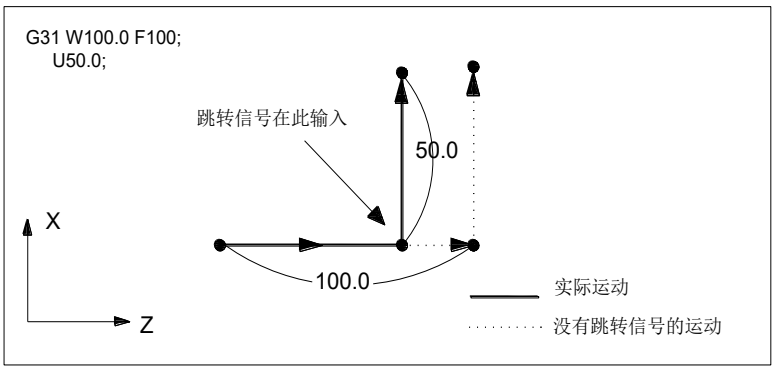

图 3.10-1
①. G31 的下一个程序段是增量坐标编程, 从跳转点为起点执行下段程序，见下图 3.10-1：